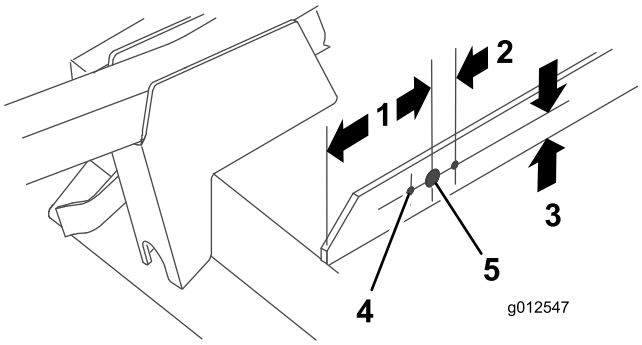

**Figur 19**
2. Brug de mål, der er vist i Figur 19, til at finde, markere og bore et hul på 13/16 tomme i diameter og to huller på 13/32 tomme i diameter i højre brostang.